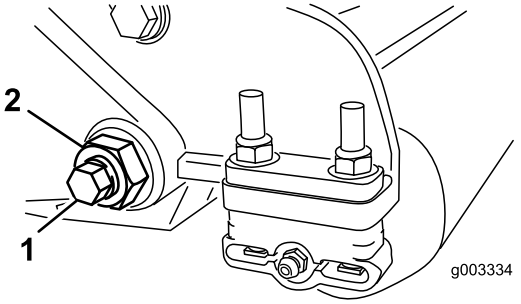
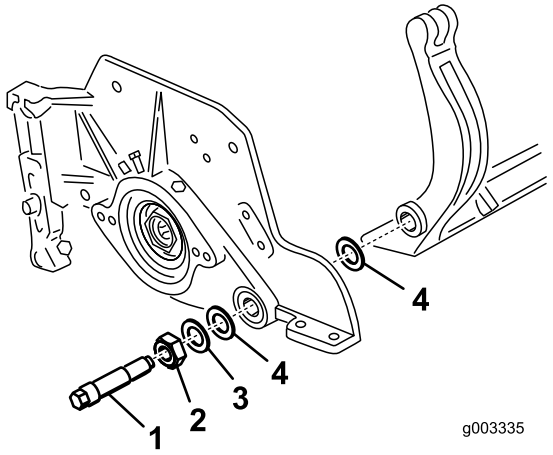
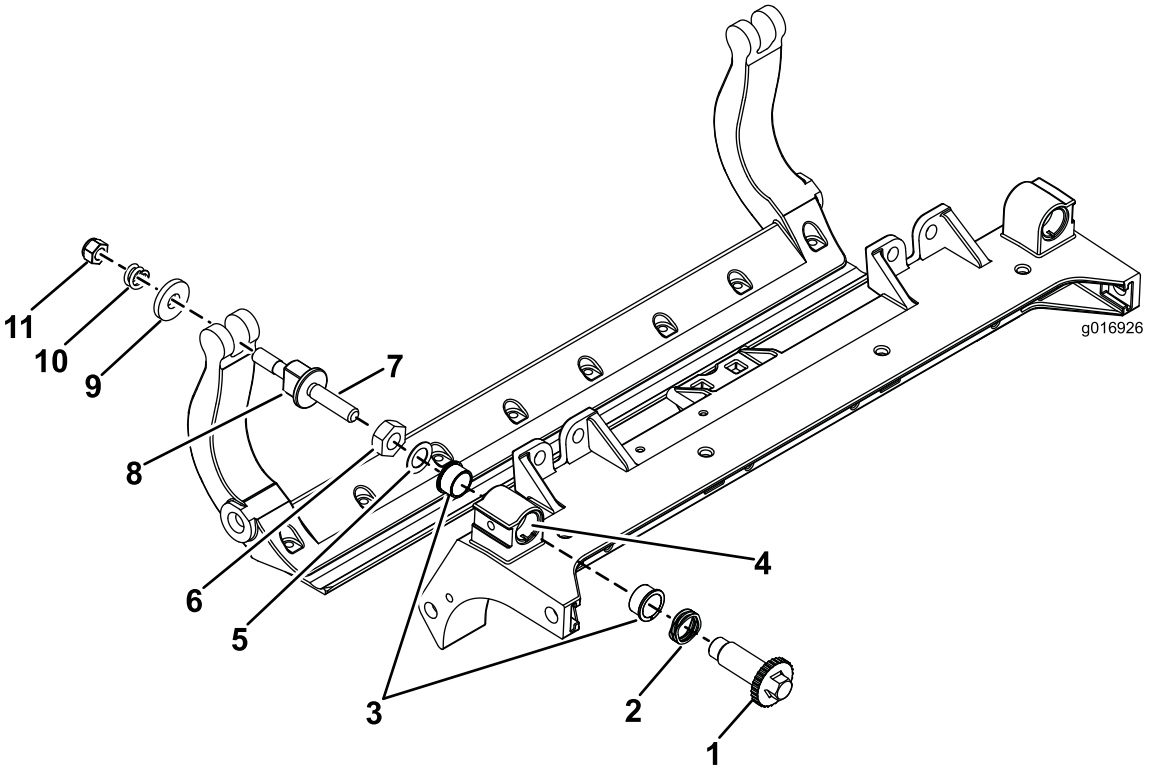

Rysunek 30
Rysunek 31
Rysunek 33
3. Po każdej stronie maszyny poluzuj nakrętkę zabezpieczającą mocującą śrubę listwy noża dolnego (Rysunek 30).
4. Zdemontuj każdą śrubę listwy noża dolnego, umożliwiając tym samym zsunięcie do dołu listwy noża dolnego i zdjęcie go z śrub maszyny (Rysunek 30). Pozostaw 2 nylonowe i 1 tłoczoną stalową podkładkę na każdym końcu listwy noża dolnego (Rysunek 31).
2. Zamocuj listwę noża dolnego do każdej płyty bocznej za pomocą śrub noża dolnego (nakrętki na śrubach) i 6 podkładek. Umieść podkładkę nylonową na każdej ze stron wypukłości płyty bocznej. Umieść podkładkę stalową na zewnątrz każdej z podkładek nylonowych (Rysunek 31). Dokręć śruby listwy noża dolnego momentem 27–36 N-m.
3. Dokręć równomiernie nakrętki zabezpieczające po obu stronach, aż zewnętrznych podkładek stalowych nie da się obrócić ręką. Następnie poluzuj nakrętki zabezpieczające do momentu, aż zewnętrzne podkładki stalowe zaczną dawać się obrócić ręką, ale nie występuje luz boczny listwy noża dolnego (Rysunek 31).
1. Zdemontuj wszystkie części (zob. *Instrukcje montażu* dla zestawu HD DPA o numerze modelu 120–7230 oraz Rysunek 33).
2. Nałóż środek zapobiegający przywieraniu na wewnętrzną powierzchnię tulei w centralnej ramie jednostki tnącej (Rysunek 33).
3. Ustaw wypustki na tulejach kołnierzowych równo z wycięciami w ramie, a następnie zamontuj tuleje (Rysunek 33).
4. Nałóż podkładkę falistą na trzpień śruby regulacyjnej i wsuń trzpień śruby regulacyjnej w tuleję kołnierzową, a następnie w otwór w ramie jednostki tnącej (Rysunek 33).
5. Zamocuj trzpień śruby regulacyjnej podkładką płaską z nakrętką zabezpieczającą (Rysunek 33). Dokręcić nakrętkę zabezpieczającą z momentem 20–27 N-m.
9. Zamocuj listwę noża dolnego do każdej płyty bocznej za pomocą śrub noża dolnego (nakrętki na śrubach) i 6 podkładek. Umieść podkładkę nylonową na każdej ze stron wypukłości płyty bocznej. Załóż podkładkę stalową na zewnątrz każdej z podkładek nylonowych (Rysunek 33). Dokręć śruby listwy noża dolnego momentem 27–36 N-m. Dokręcaj nakrętki zabezpieczające, aż zewnętrzna podkładka stalowa przestanie się obracać i zostanie wyeliminowany luz osiowy, jednakże nie dokręcaj zbyt mocno i unikaj wygięcia płyt bocznych. Przy podkładkach po wewnętrznej stronie może być niewielki odstęp (Rysunek 31).